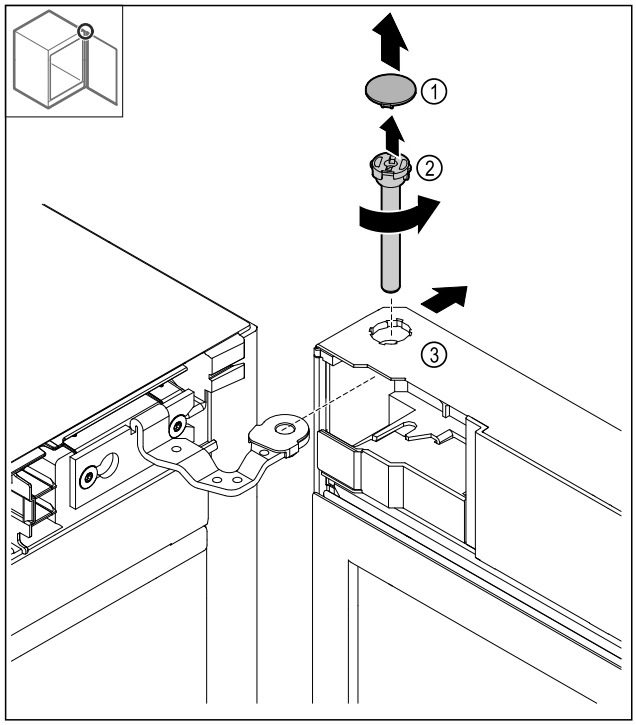

Fig. 10
- ▶ Afdekking *Fig. 10 (1)* wegnemen.
- ▶ Bouten *Fig. 10 (2)* linksom losdraaien en er uit trekken.
- ▶ Deur *Fig. 10 (3)* iets kantelen.